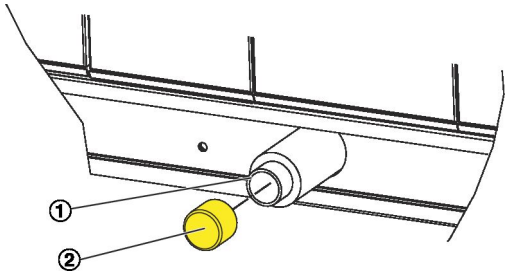

Abb. 28: Kondensatablauf
2. ▸ Schutzkappe(n) (Abb. 28 /2) am Ablauf (Abb. 28 /1) der Kondensatwanne(n) entfernen.
4. ▸ Die Siphons an die Kondensatabläufe (Abb. 28 /1) anschließen.